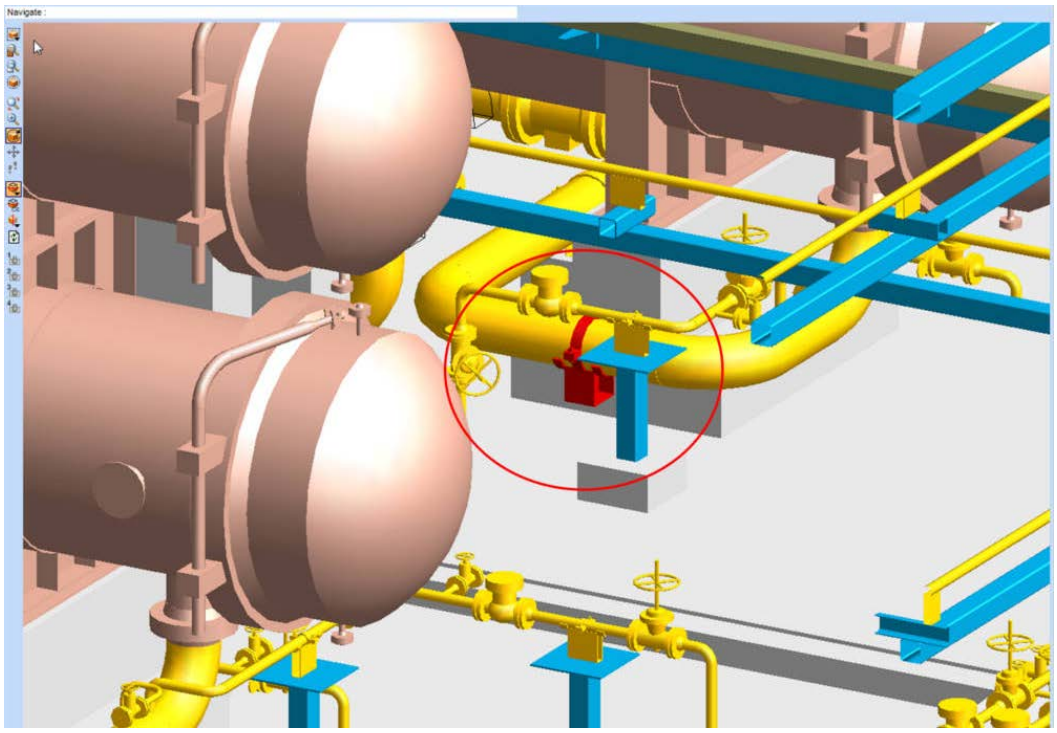

Рис. 4
- трубопроводная опора не попадает на крепление или набетонку (рисунок 4);